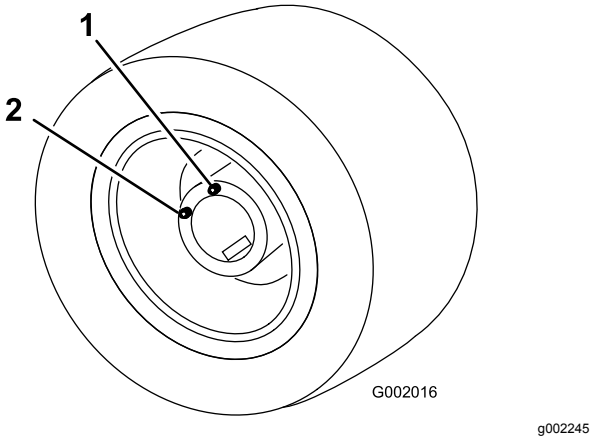

Рисунок 82
5. Медленно перемещайте машину до тех пор, пока колесо не будет установлено в положение заправки (Рисунок 82).